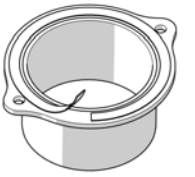

Рисунок 5.
2. Снизу на коннектор приклеить самоклеящуюся ленту из стекловолокна, входящую в комплект поставки, излишек отрезать (см. рисунок 5).